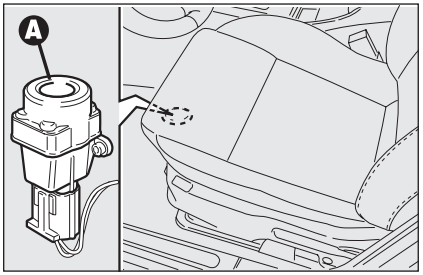

rys. 61
Aby reaktywować wyłącznik blokujący paliwo nacisnąć przycisk **A-rys. 61**.
- ❒ nacisnąć przycisk **A-rys. 61** aby reaktywować wyłącznik blokujący paliwo;